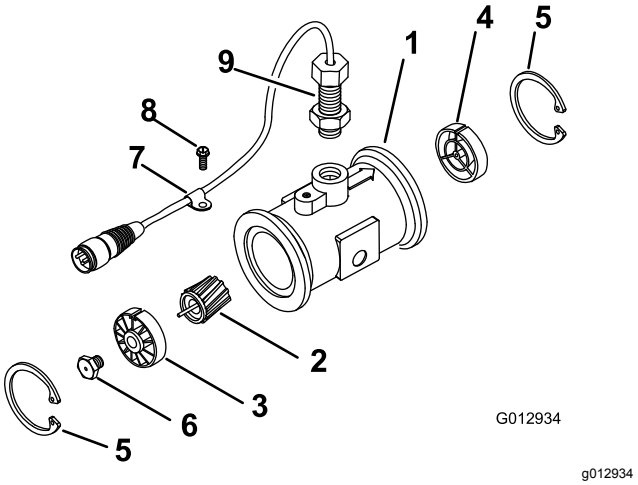

Figur 60
3. Ta bort fästringen på uppströmssidan (Figur 60).